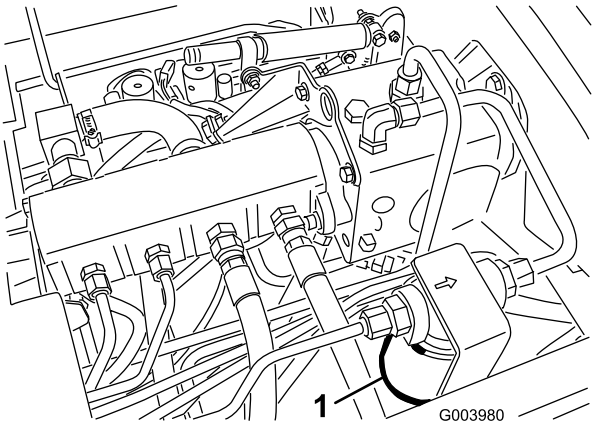
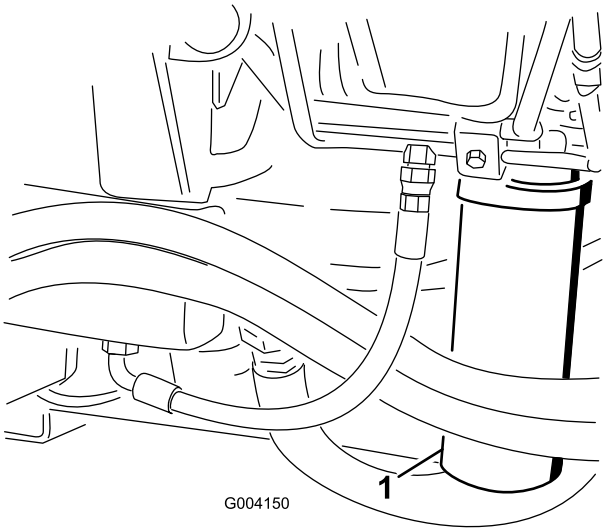

Figur 71
Figur 72
2. Rengør området rundt om filtermonteringsområdet, og sæt en bakke under filteret (Figur 71 og Figur 72).